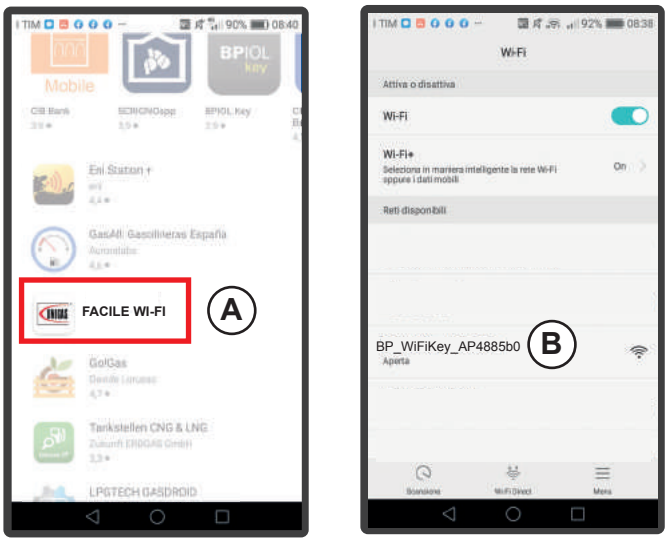
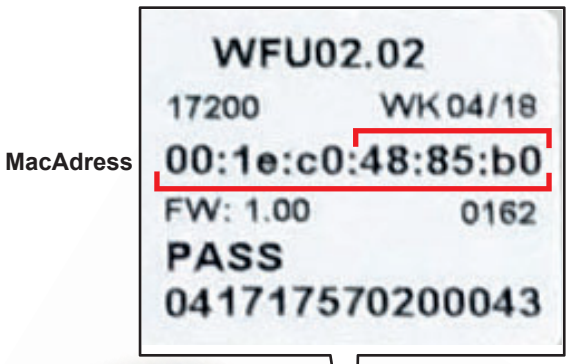

Fig. 1
Fig. 2
1.2 - Tramite un dispositivo Android (telefono cellulare o tablet), connettersi alla rete WI-FI (B) generata dal modulo WI-FI del Bruciatore (Fig. 1). Il nome della rete generata dal modulo è riportato sull'etichetta dati (Fig. 2) del Modulo WI-FI.
(nell'esempio 00:1e:c0:48:85:b0 (Fig. 2)